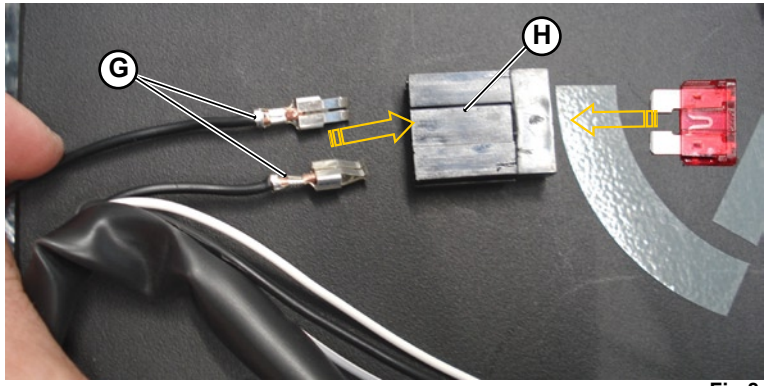

Fig.8
12. Connect one of the four big fastons (1**6-Fig.3**) supplied with the kit to each uncovered extremes (**G-Fig.8**).
13. Insert the two extremes with the fastons (**G-Fig.8**) in one of the two black connectors (1**7-Fig.3**) supplied with the kit; the two extremes with the fastons must be insert until it’s possible to hear a little click and the wires are blocked in the black connector (**H-Fig.8**).
14. As showed in the picture beside (**Fig.8**), insert in the black connector (**H-Fig.8**), at the opposite side of the wires, the red fuse 10A (1**8-Fig.3**) supplied with the kit.
17. Insert the two extremes with the fastons (**G-Fig.8**) in one of the two black connectors (1**7-Fig.3**) supplied with the kit; the two extremes with the fastons must be insert until it’s possible to hear a little click and the wires are blocked in the black connector (**H-Fig.8**).
18. Insert in the black connector (**H-Fig.8**) the beige fuse 5A (1**9-Fig.3**) supplied with the kit.